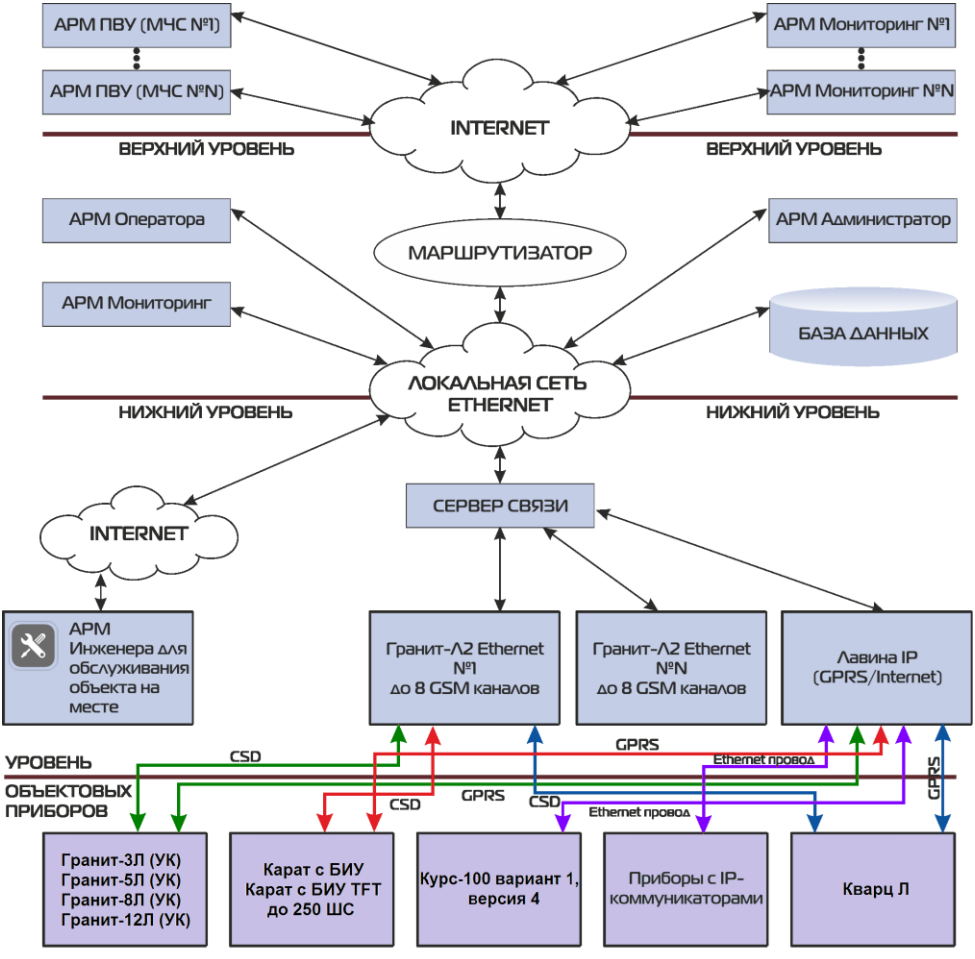

**Рис.1 Структурная схема системы «ЛАВИНА»**
**Интегрированная система безопасности «ЛАВИНА» версии 6.3.X и выше** (далее – система или ИСБ «Лавина»), предназначена для охраны стационарных объектов, расположенных в зоне приёма операторов сотовой связи GSM и/или подключённых к сети Ethernet и/или подключённых к городской телефонной сети. Система обеспечивает мониторинг состояния охранных и пожарных шлейфов сигнализации на удаленных объектах. Структурная схема системы «ЛАВИНА» приведена на рис.1.